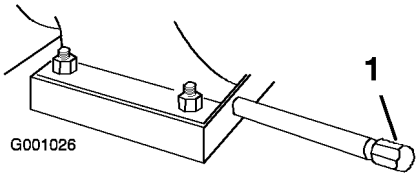

Figur 42
1. Rengjør området rundt oljetappepluggen (Figur 42).